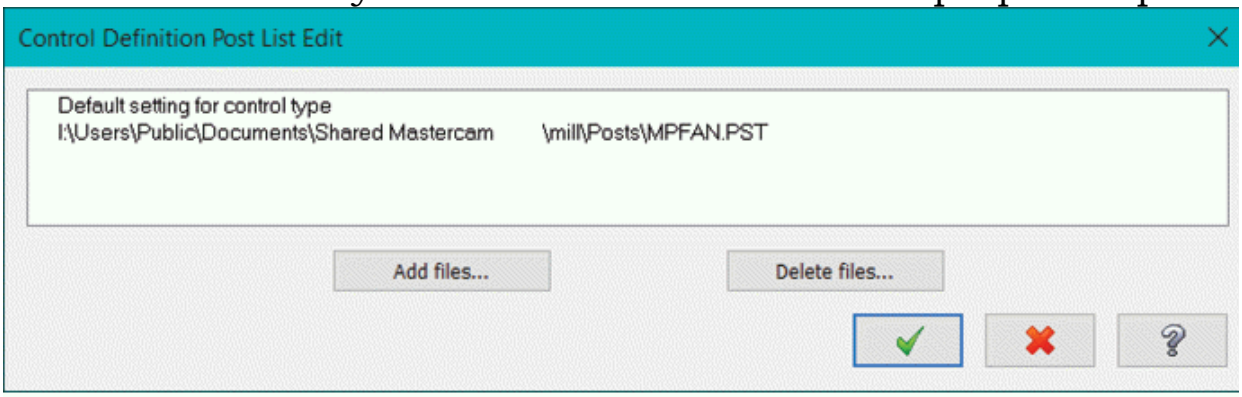

Figure-23. Control Definition Post List Edit dialog box
- Click on the **Post processors** button at the top in the dialog box to select desired post processor for the machine. The **Control Definition Post List Edit** dialog box will be displayed; refer to Figure-23. Click on the **Add files** button to add more posts in the list that can be used with this machine control definition. Similarly, you can use **Delete files** button to delete posts from list. Click on the **OK** button from the dialog box to apply changes. Note that it is